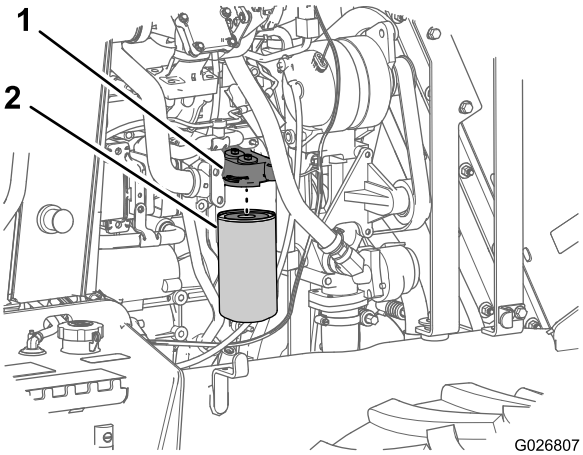

Рисунок 65
2. Поместите небольшой сливной поддон под масляный фильтр (Рисунок 65).
3. Поверните масляный фильтр влево и снимите его (Рисунок 65).
7. Совместите масляный фильтр с головкой масляного фильтра и поверните его вправо, пока уплотнение масляного фильтра не войдет в контакт с головкой масляного фильтра (Рисунок 65).
8. От руки затяните масляный фильтр еще на 3/4-1 полный оборот (Рисунок 65).